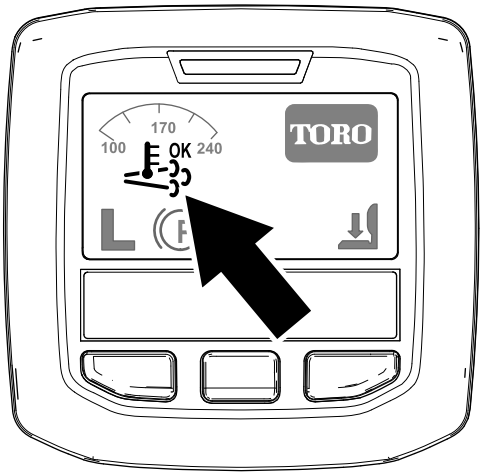

Figuur 36
- Het pictogram ondersteunde regeneratie verschijnt op het InfoCenter (Figuur 36).